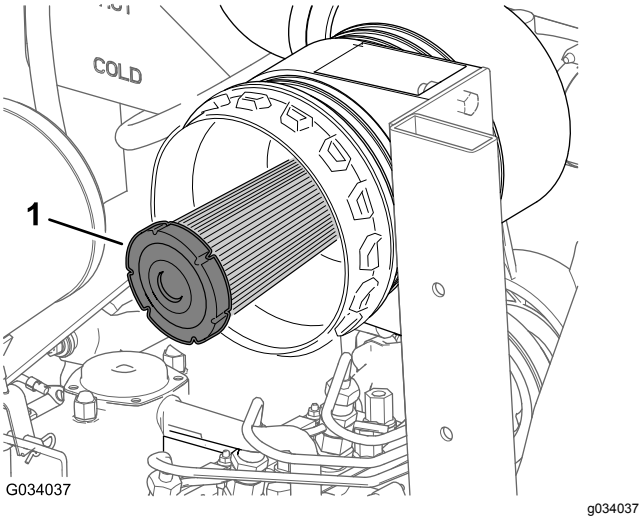

**Figur 44**
2. Kontroller luftfilterets sikkerhedsfilter for støv og snavs (Figur 44).
***Vigtigt:*** **Forsøg aldrig at rense sikkerhedsfilteret (Figur 44). Udskift sikkerhedsfilteret efter hvert tredje primærfiltereftersyn.**